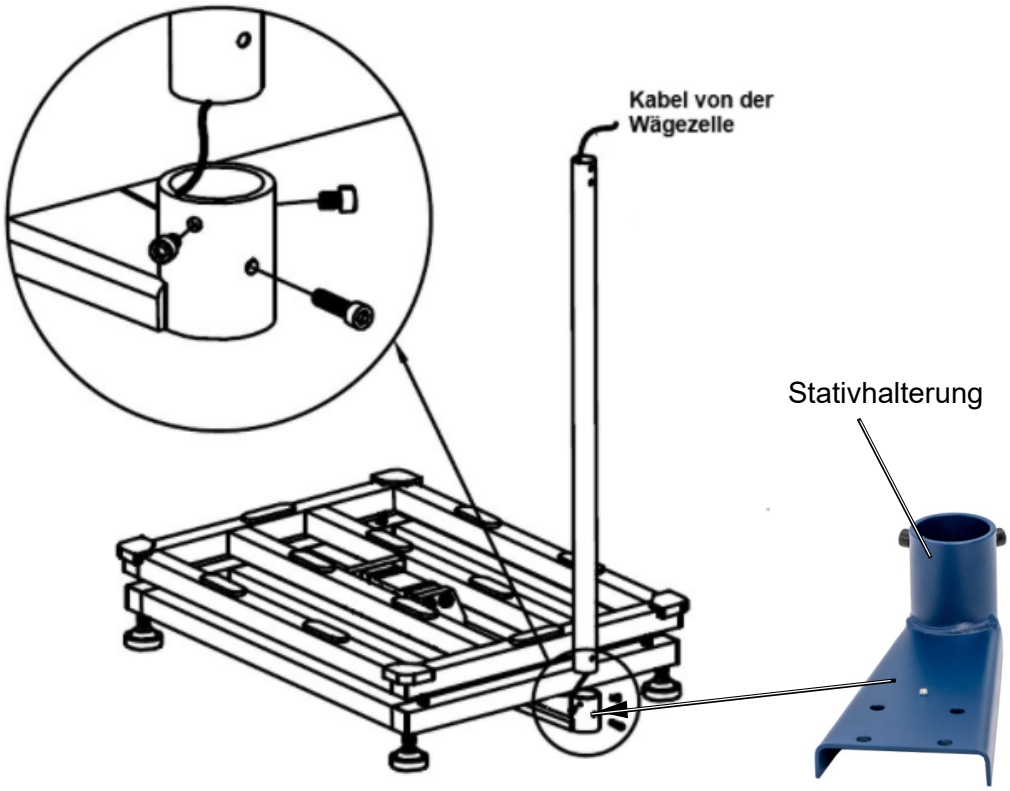

Abb.3
- Befestigen Sie das Wägeterminal am Stativ (siehe Abb.3).